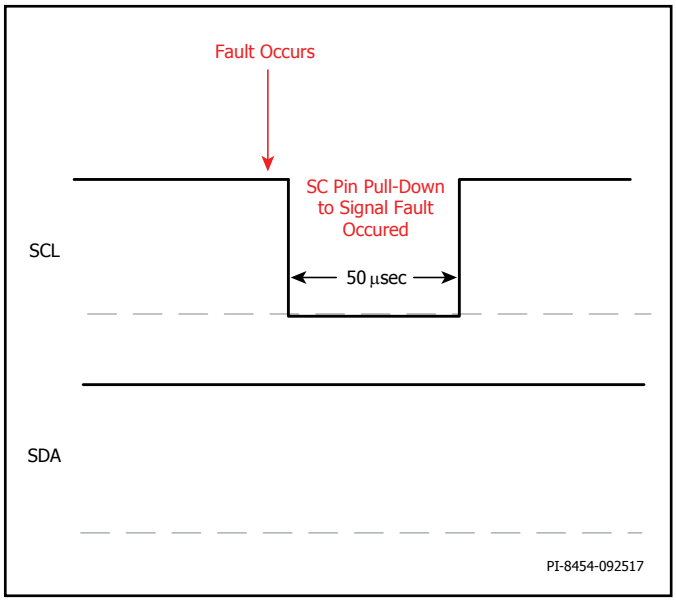

Figure 17. Interrupt Mask During Idle I²C.
1. When the SCL pin is in idle mode (see Figure 17), the fault interrupt will happen as soon as the fault is detected. The interrupt pulls down the SCL pin for 50 µsec then releases it back to HI State.